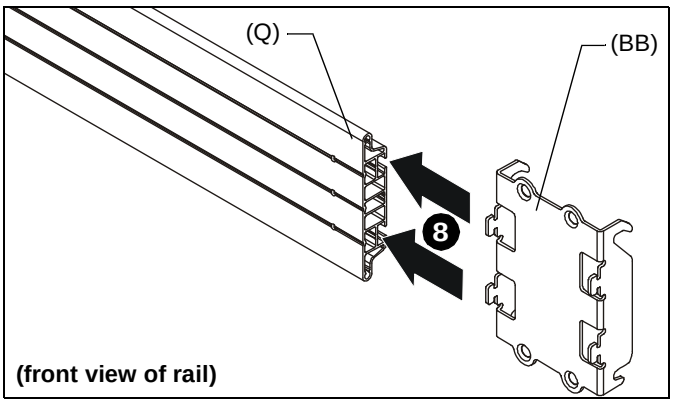

Figure 15
8. Slide height adjust plates (BB) into open end of mounting rail (Q). (See Figure 15)
- **LWM2X1/LWM3X1**: Insert two plates (BB)
- **LWM4X1/LWM5X1**: Insert three plates (BB)